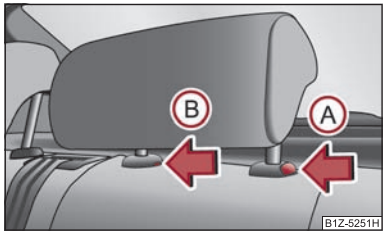

Fig. 49 Sièges AR: Appuie-tête central
- Poussez la sécurité dans le sens de la flèche (A), poussez en même temps la sécurité dans l'ouverture (B) au moyen d'un tournevis plat d'une largeur de 5 mm max. et sortez l'appuie-tête ⇒ fig. 49.